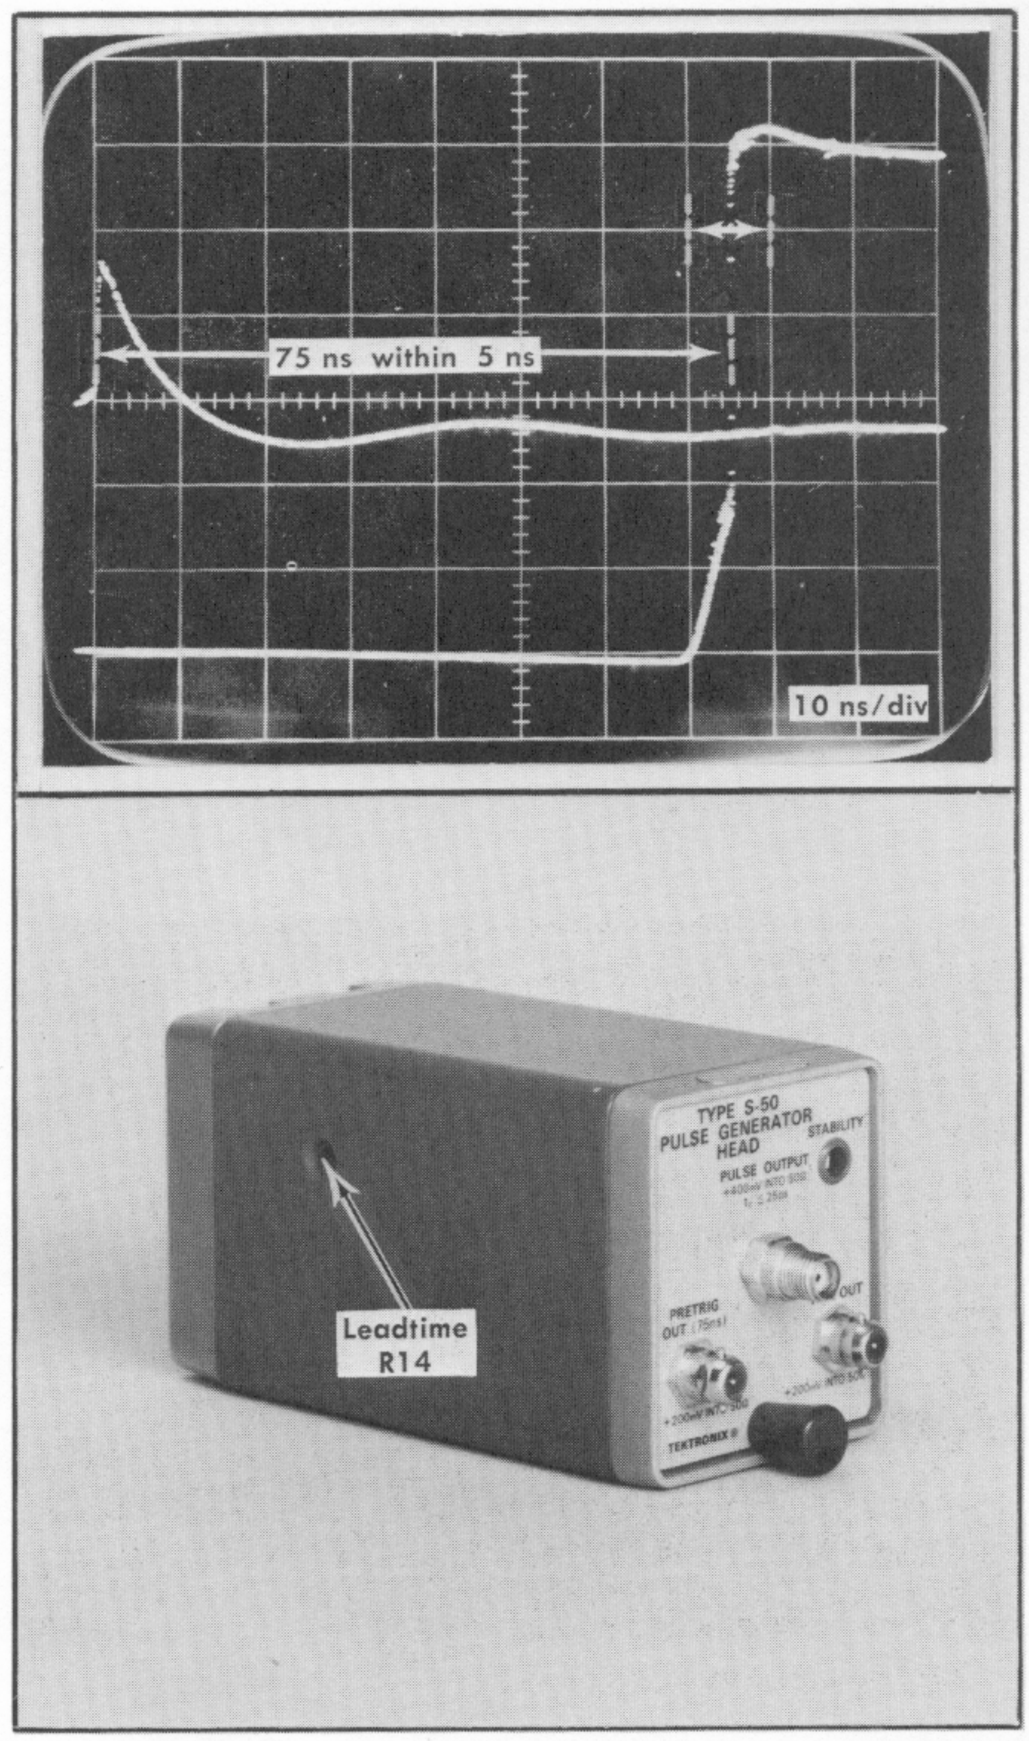

Fig. 5-3. Pretrigger to Pulse time interval and adjustment.
e. Check that the position of the rising portion of the Pulse Output is between 7 and 8 divisions from the left edge of the graticule, 75 ns within 5 ns. Fig. 5-3 is a double exposure for this measurement.